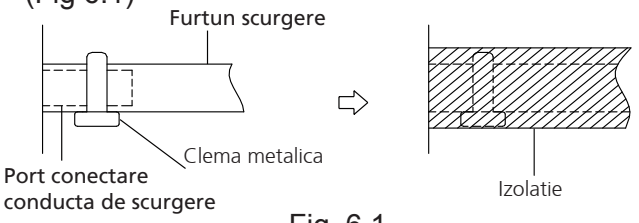

Fig. 6.1
2. Conectati conducta la portul de conectare al unitatii. Izolati si strangeti cu o clema metalica (fig 6.1)
(Fig 6.1)